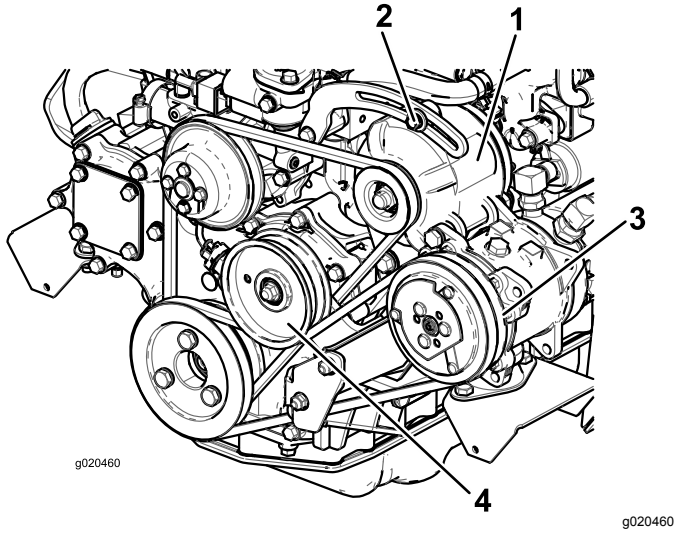

Figur 96
Om nedböjningen inte är 10 mm lossar du generatorns fästbultar (Figur 96).
2. Om nedböjningen inte är 10 mm ska du lossa mellanremskivans fästbult (Figur 96).